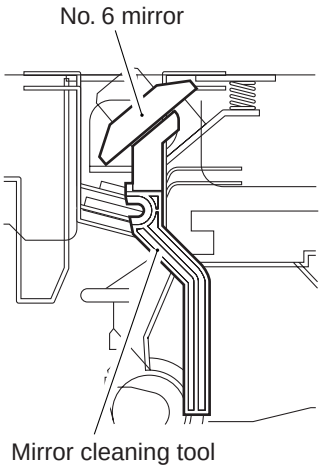

Figure 3-412
2) Put the mirror cleaning tool against the mirror as shown in Figure 3-412, and clean the lens by sliding it back and forth.